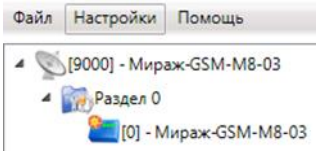

Рис. 11.13. Вход в меню *Настройки*
1. В основном окне программы войдите в меню *Настройки* (рис. 11.13).